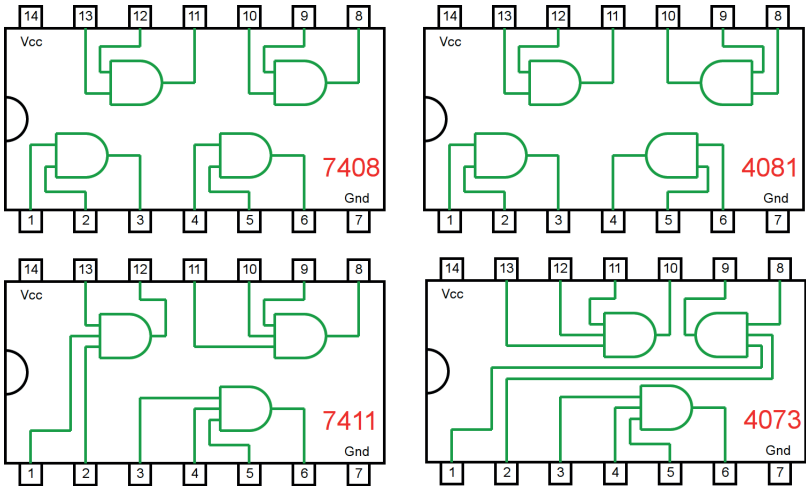

Figura 4.17 – Circuitos integrados TTL e CMOS.
a) Coloque os circuitos integrados (TTL e/ou CMOS da figura 4.17) nas posições indicadas.
d) Conecte os fios verdes. Os fios verdes estão conectados ao terra e portanto fornecendo valor lógico (0) às entradas de todas as portas do CI.